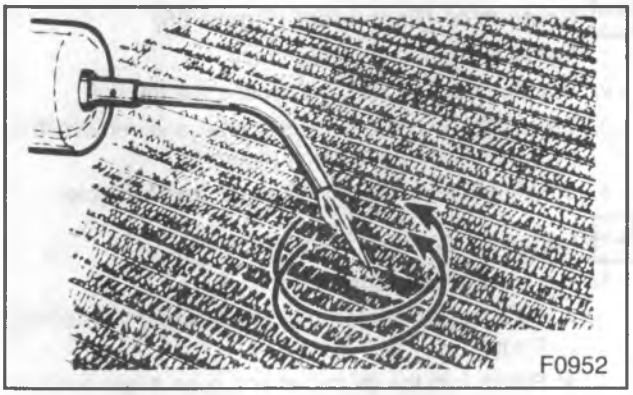

Figure 28—Heating the Repair Area
7. Heat the repair area with a heat gun or by moving the torch in a circular pattern (figure 28). Use a soft, small blue flame (like a gas stove flame).